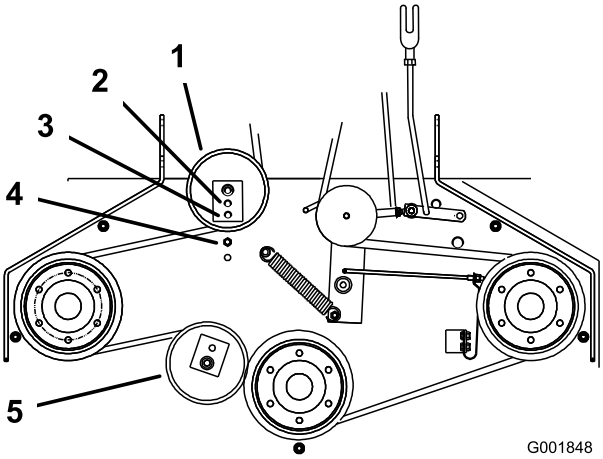

Figura 44
6. Se não for possível ajustar no tensor e a correia ainda estiver solta, posicione a polia intermédia traseira a meio do orifício dianteiro (Figura 44). Utilize o orifício que permitirá o ajuste correto.
7. Quando a polia intermédia é deslocada, a guia da correia tem de ser deslocada. Desloque a guia da correia para a posição dianteira (Figura 44).